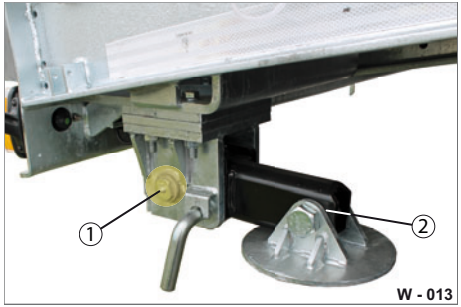

Abb. 11 Stützen schmieren
- ▶ Schmieren Sie mit einer Fettpresse den Stützfuß am Schmiernippel (Abb. 11/1) bis zum Fettaustritt ab.
- ▶ Fetten Sie die Lagerstelle (Abb. 11/1) beidseitig mit Maschinenfett ein.